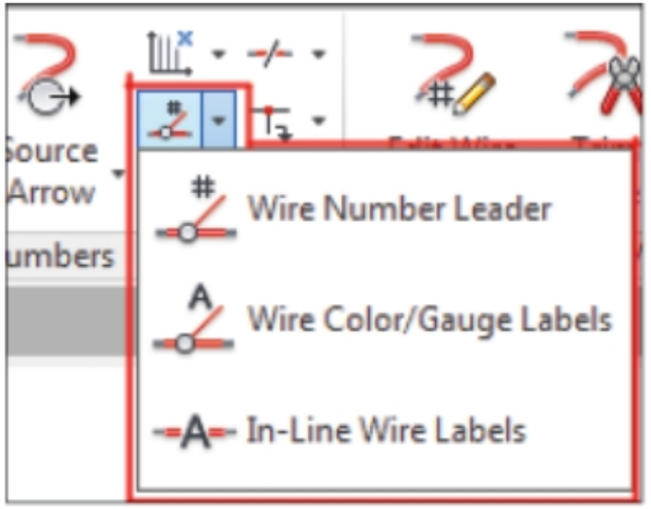
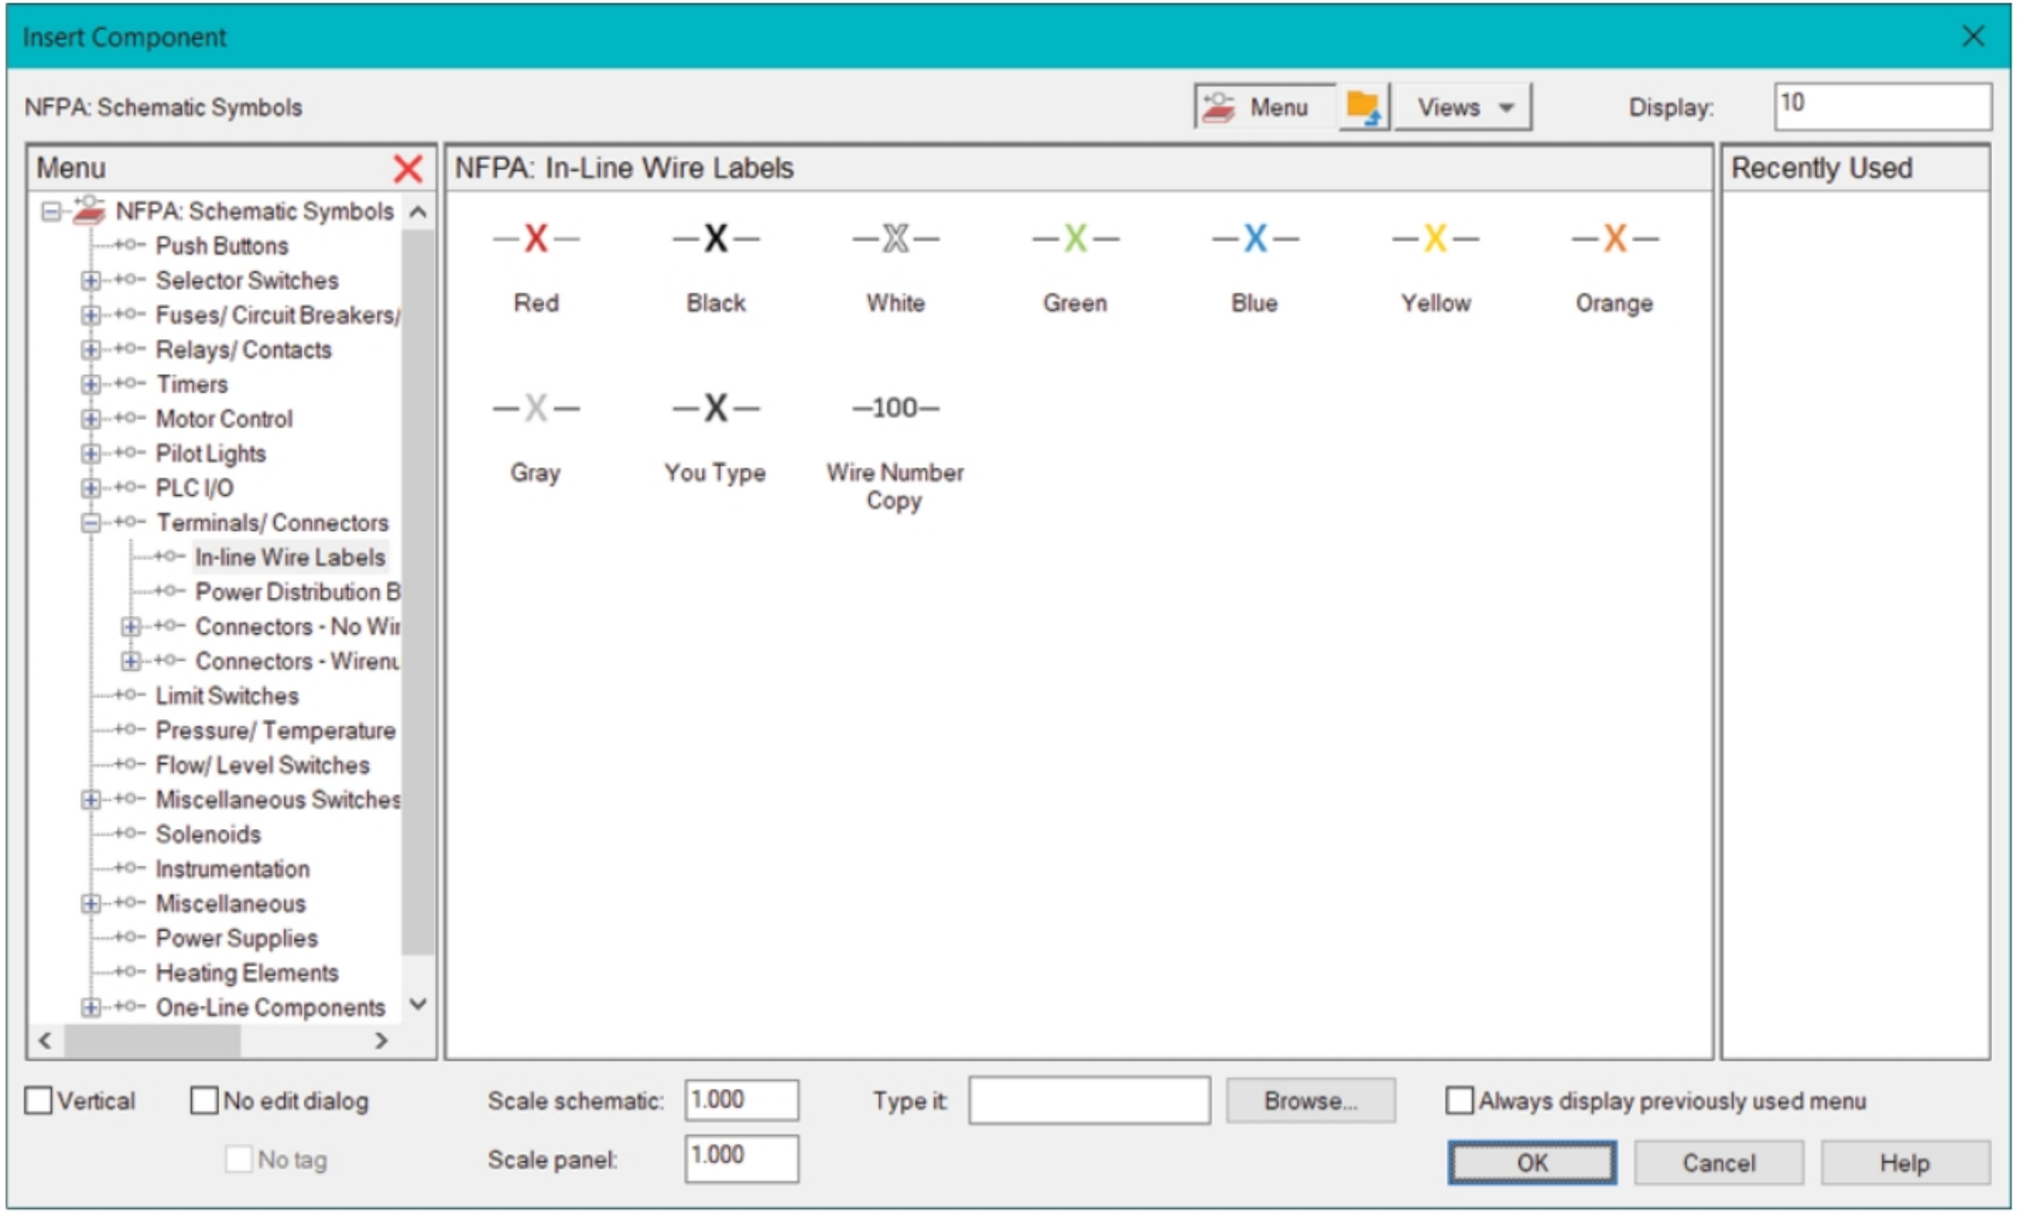

Figure-59. Wire Number Leader drop-down
Figure-60. Insert Component dialog box
- Click on the **In-Line Wire Labels** tool from the **Wire Number Leader** drop-down; refer to Figure-59. The **Insert Component** dialog box with wire labels will be displayed; refer to Figure-60.